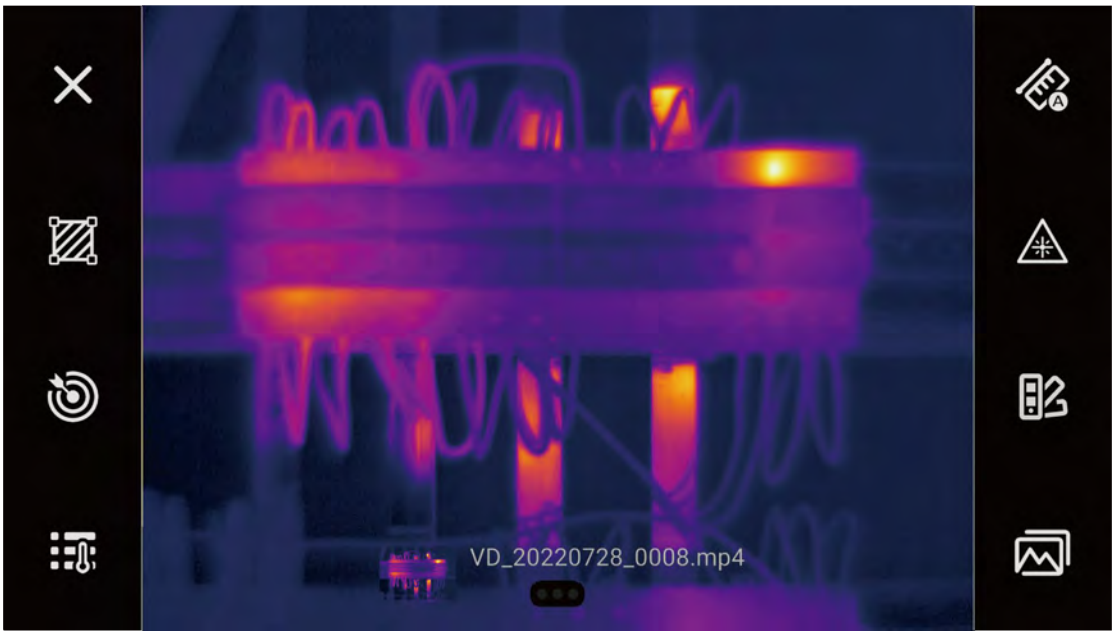

Figure 25. Record a Non-radiometric Video - Pause
3. To stop video recording, push  once, the Imager will stop recording and save the recorded video immediately, and briefly display the saved file name and thumbnail at the bottom of the screen, as shown in *Figure 25*.